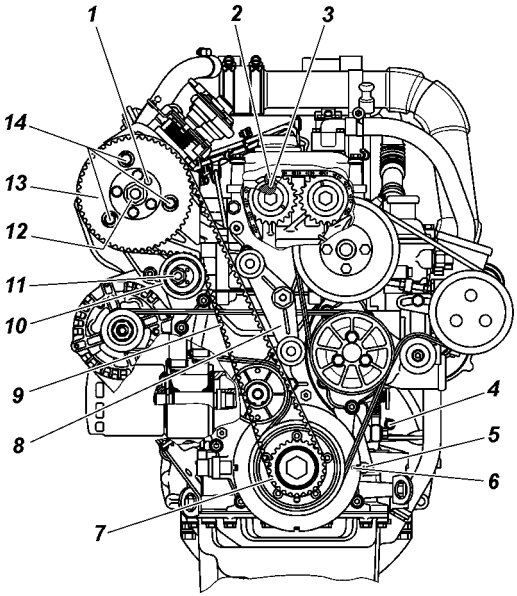

Рис. 9.36. Расположение меток и отверстий под штифты для замены ремня привода ТНВД:
1. Снять кожухи ремня привода ТНВД и вынуть заглушку отверстия 4 (рис. 9.36) блока цилиндров.